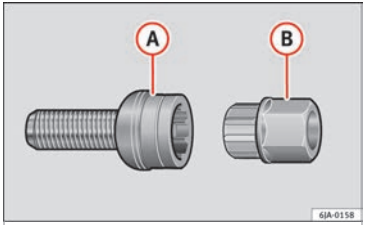

Fig. 61 Anti-theft wheel bolt with adapter.
- Insert the adapter (B) ››› **Fig. 61** with its toothed side as far as it will go on the interior toothing of the anti-theft wheel bolt (A) so that only the outer hexagonal is protruding.
- Fit the box spanner as far as it will go over adapter (B).